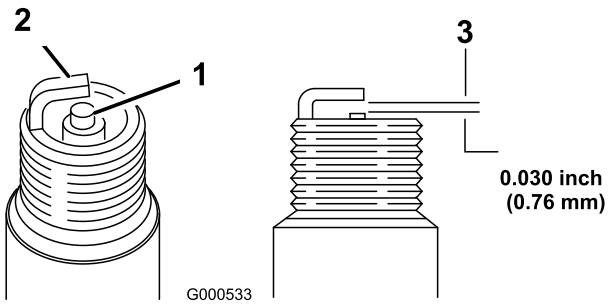

Figure 26
5. Set the gap on the plug to 0.030 inch (0.76 mm) (Figure 26).